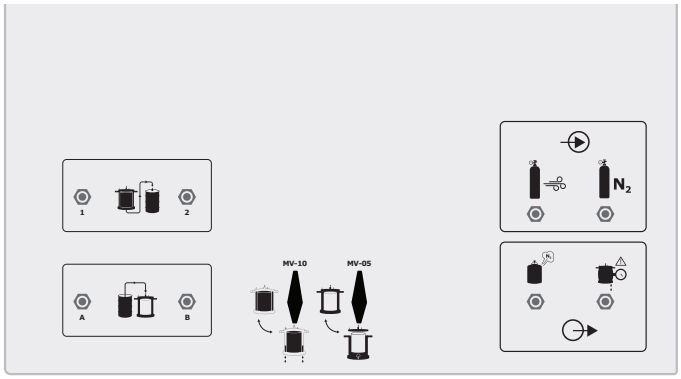

Figure 16. The side panel connections.
Connect a dry and clean nitrogen gas supply to the nitrogen port on the side connection panel (see Figure 16). Set the pressure to 100 psig (6.9 bar).
- **Solvent Pump:** Connect a compressed air supply to the air port on the side connection panel (see Figure 16). Set the pressure to a maximum of 100 psig (6.9 bar).
Connect a solvent reservoir to one of the inlet ports (**A** or **B**) on the side connection panel (see Figure 16 on page 15) using one of the supplied two meter long stainless steel overbraided tubes.
Connect two of the supplied two meter long stainless steel overbraided tubes to the outlet ports (**1** and **2**) on the side connection panel (see Figure 16 on page 15). Collect the eluting fractions in grounded vessels that are suitable for the separated compounds.
The radial compression drain valve (MV-10) on the side connection panel (see Figure 16 on page 15) is used to drain the 10 liters of radial compression fluid from the chamber during the cartridge removal procedure. Place a grounded waste container of a suitable size underneath the drain tube; see Figure 18.